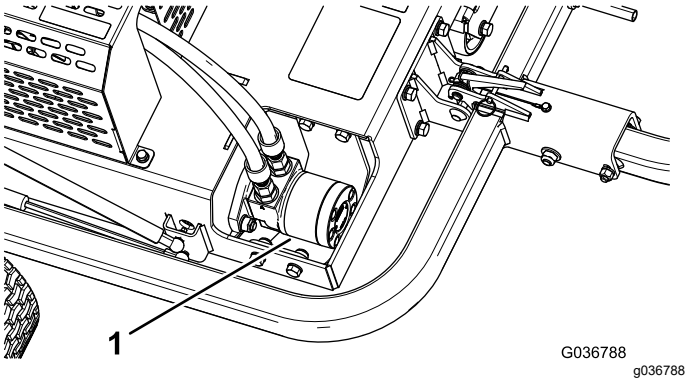

Figura 41
3. Pulite l'area attorno al motore idraulico da sporco e detriti (Figura 41).